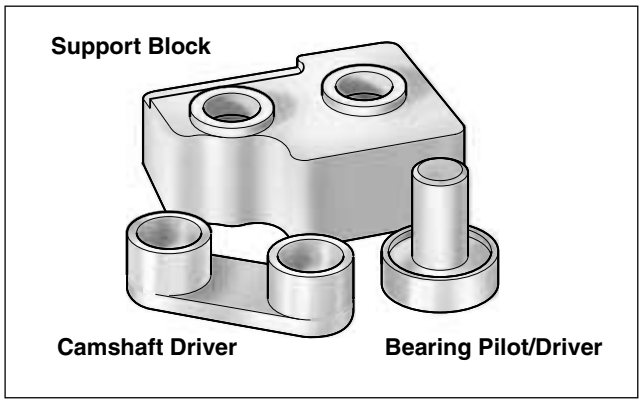

Figure 3-106. Camshaft/Camshaft Bearing Remover/Installer (Part No. HD-43644)
6. Obtain the CAMSHAFT/CAMSHAFT BEARING REMOVER/INSTALLER (HD-43644). See Figure 3-106.